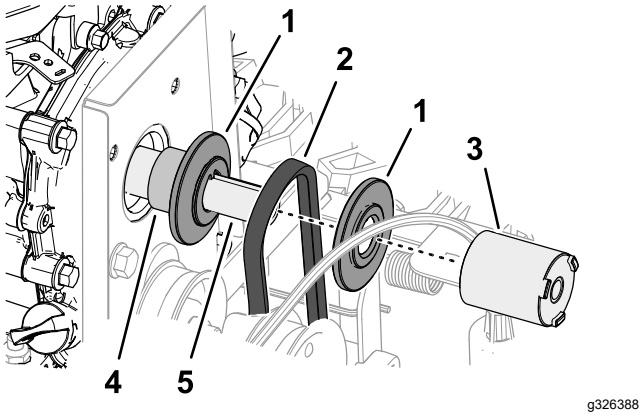

**Figure 46**
4. Déposez l'entretoise de poulie, la demi-poulie avant et la courroie de déplacement de 87,6 cm du vilebrequin du moteur (Figure 46).